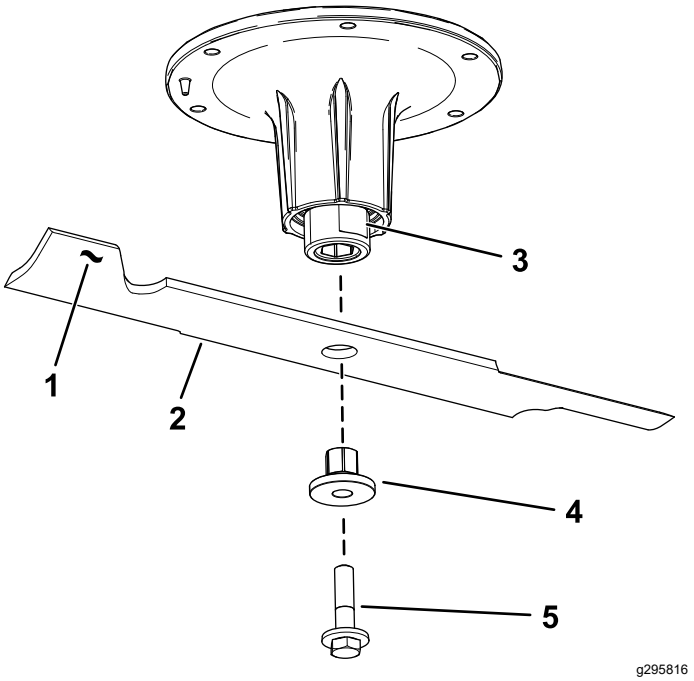

Figuur 76
2. Verwijder de mesbout, de lagerbus en het mes van de spilas (Figuur 76).